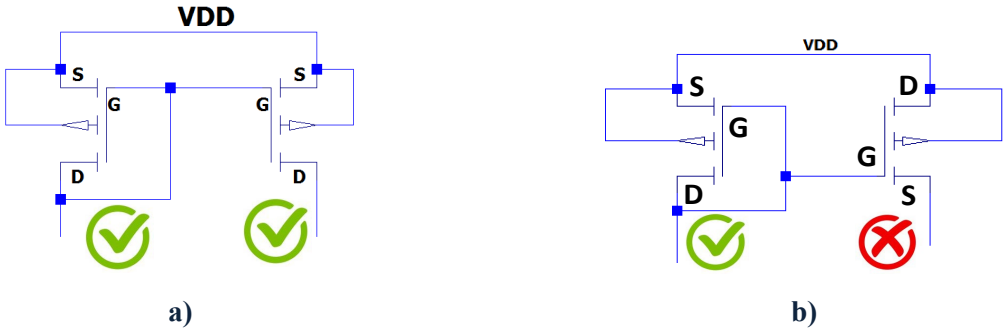

Figura IX.7. *Posición de los transistores PMOS: a) correcta;* ***b)*** *incorrecta.*
3. La posición del transistor PMOS debe cumplir el criterio que se indica en la figura IX.7 en donde la puerta (G) debe estar siempre en la posición superior.